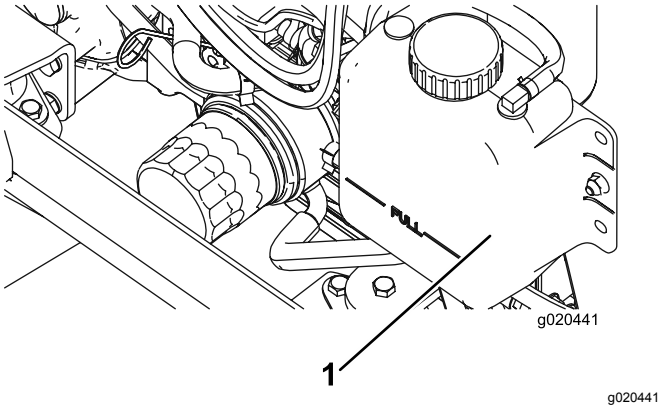

Figuur 71
1. Verwijder voorzichtig de doppen van de radiateur en de expansietank (Figuur 71).